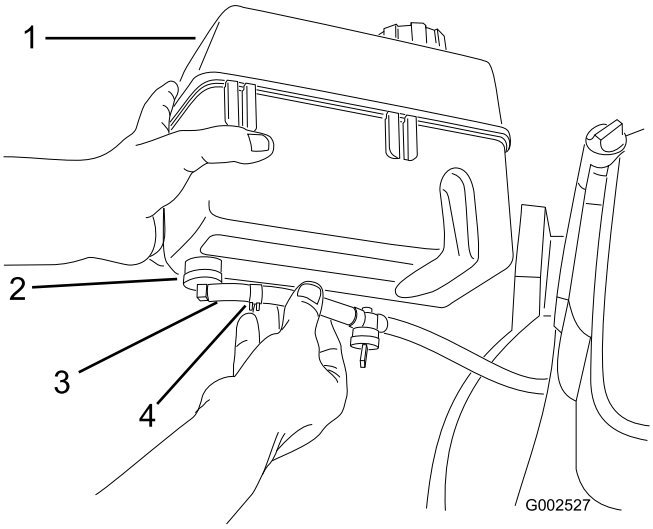

Figura 5
1. Inserite nel gomito l'estremità del tubo di alimentazione (Figura 5).
2. Fissate il tubo di alimentazione usando l'apposito collare (Figura 5).